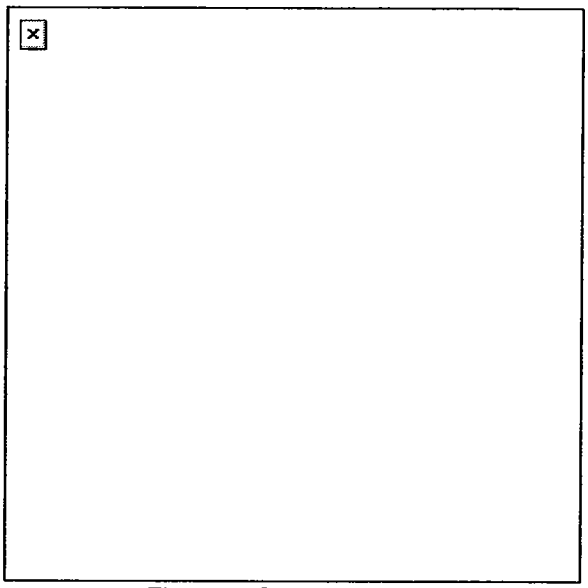

Figure 6. Prone position.
a. Prone (Figure 6). To assume the prone position--
(1) Lie flat on the ground, facing the target.